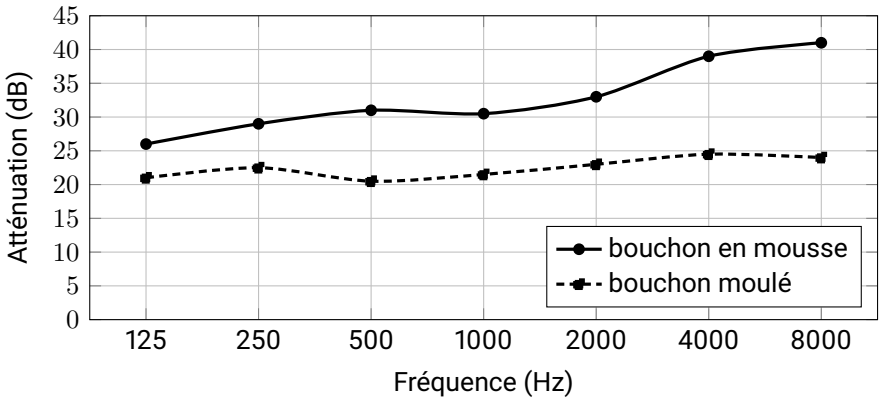

Figure 8 – Réduction du niveau sonore par deux types de bouchons d'oreilles, en fonction de la fréquence
Un photographe autorisé suit le décollage depuis un poste d'observation où le niveau d'intensité sonore atteint $116\,\text{dB}$. Le bruit du lanceur couvre toutes les fréquences de $250\,\text{Hz}$ à $8\,000\,\text{Hz}$. Les courbes de la figure 8 indiquent, pour deux types de bouchons d'oreilles, de combien de décibels chacun réduit le niveau sonore selon la fréquence.
11) Quelle atténuation minimale les bouchons doivent-ils apporter au photographe ? En déduire, à l'aide de la figure 8, le type de bouchons qu'il doit porter.